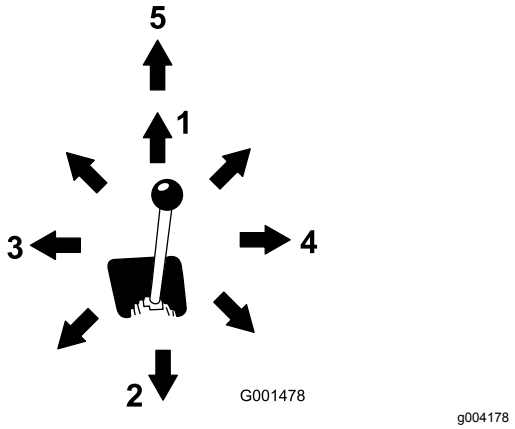

**Figur 10**
- För att tippa redskapet framåt, flytta reglaget långsamt åt höger (Figur 10).
- För att tippa redskapet bakåt, flytta reglaget långsamt åt vänster (Figur 10).
- För att sänka lastarmarna, flytta reglaget långsamt framåt (Figur 10).
- För att höja lastarmarna, flytta reglaget långsamt bakåt (Figur 10).
- För reglaget så långt det går framåt för att sänka lastarmarna till ett spärrat (flytande) läge (Figur 10).